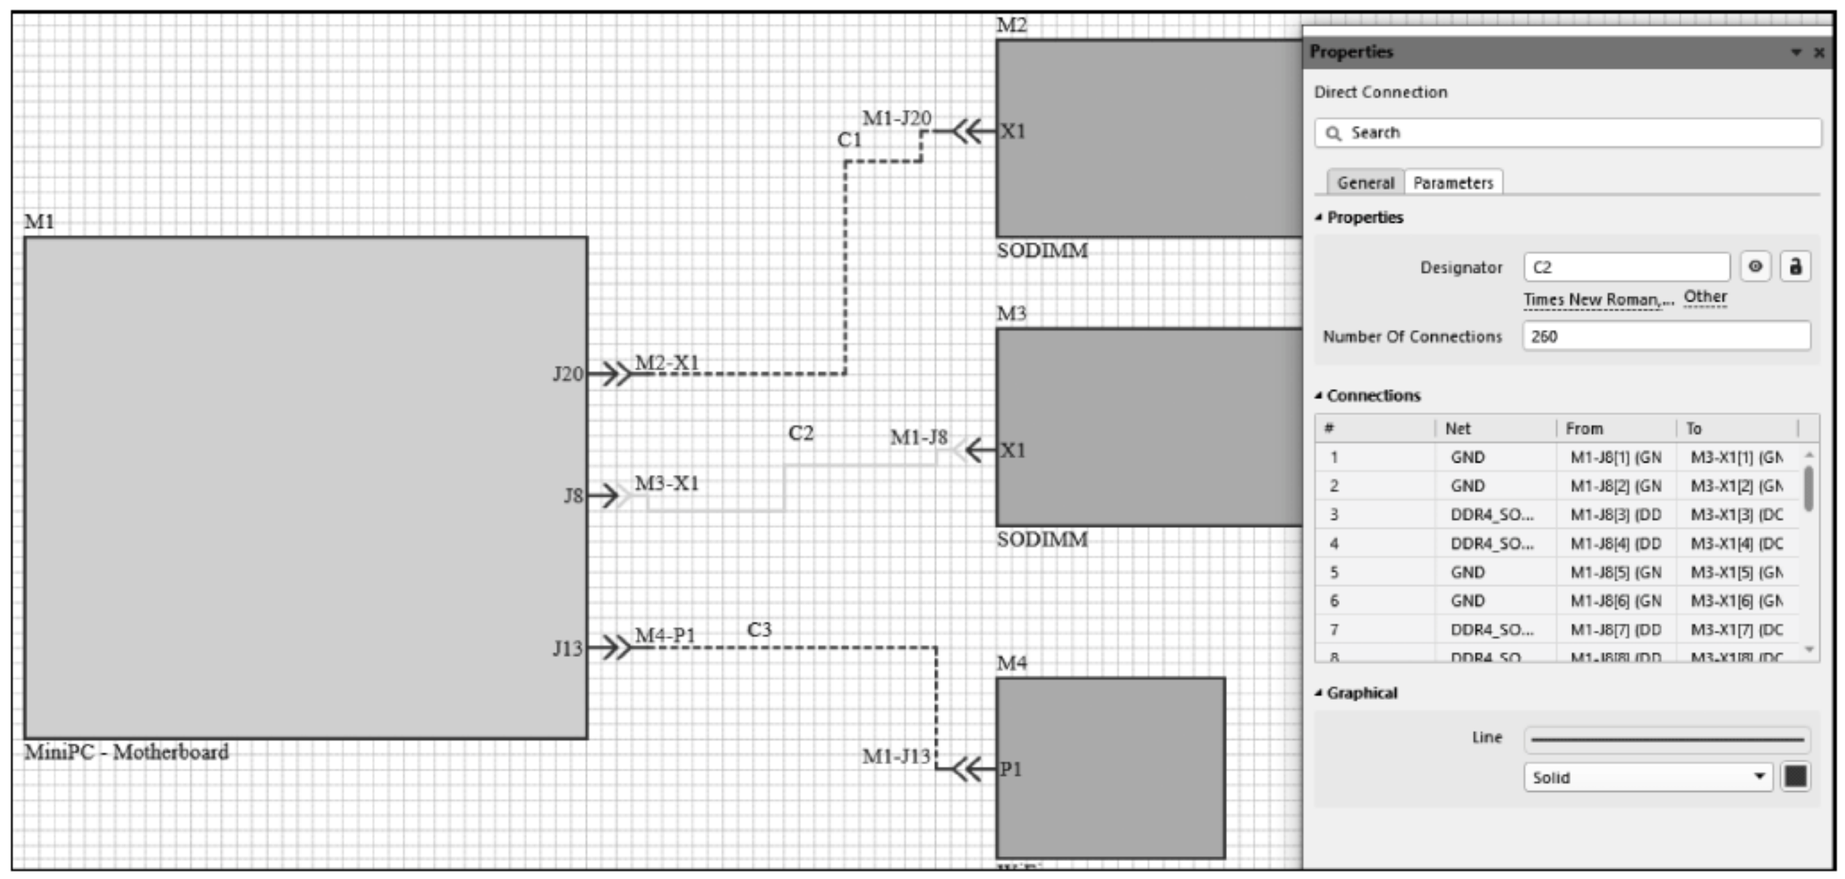

图 1-162　连接模块
(8) 连接模块。要完成创建和连接子项目模块,需要在模块之间放置逻辑连接。多板原理图编辑器的“放置”菜单栏提供了一系列连接类型,执行菜单栏中“放置”→“直接连接”命令,单击并拖动“模块入口”点之间的连线以创建逻辑连接。此外,多板原理图编辑器中的所有元素(包括 Entry 对象)都可以拖动到新位置,如图 1-162 所示。